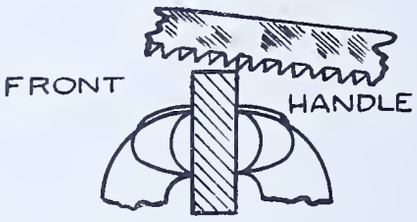

FIG. 27
7. To start the cut, place the front end of the blade on the mark. Tilt the saw with the handle lower than the front of the frame at a very slight angle as in Fig. 27. Apply slight pressure and return saw to starting position.